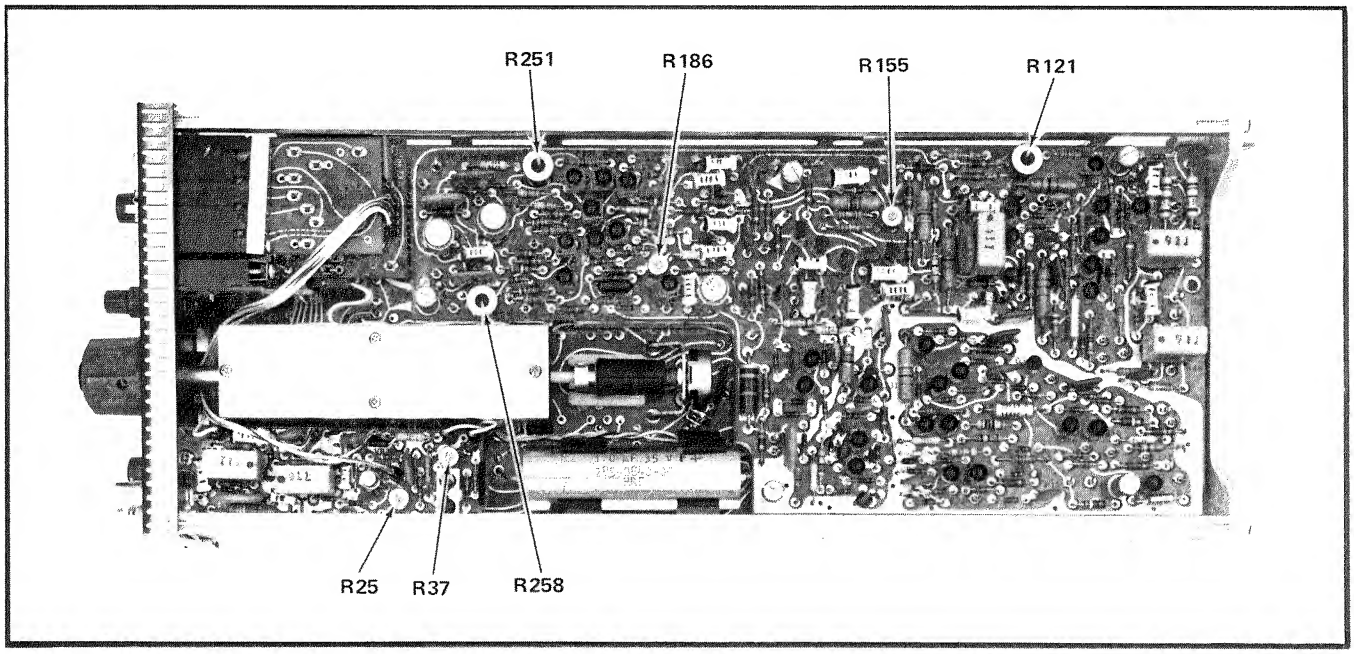

Fig. 5-1. Location of adjustments on Trigger Board.
c. ADJUST—R251 for a stable display. See Fig. 5-1 for location of adjustment.
b. ADJUST—R258 for a stable display. Refer to Fig. 5-1 for location of adjustment.
b. ADJUST—R155 for a stable display. Refer to Fig. 5-1 for location of adjustment. Check for stable triggering over the full 360° range of the LEVEL/SLOPE control.